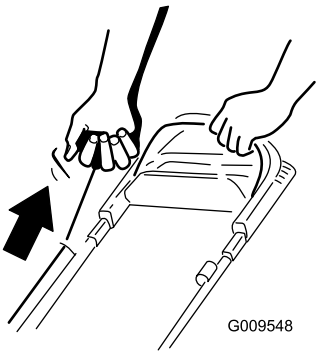

Bild 18
2. Ziehen Sie am Rücklaufstartergriff (Bild 18).
Hinweis: Ziehen Sie leicht am Rücklaufstarterbügel, bis Sie einen Widerstand spüren. Ziehen Sie ihn dann kräftig durch (Bild 18). Lassen Sie das Seil langsam zum Bügel zurücklaufen.